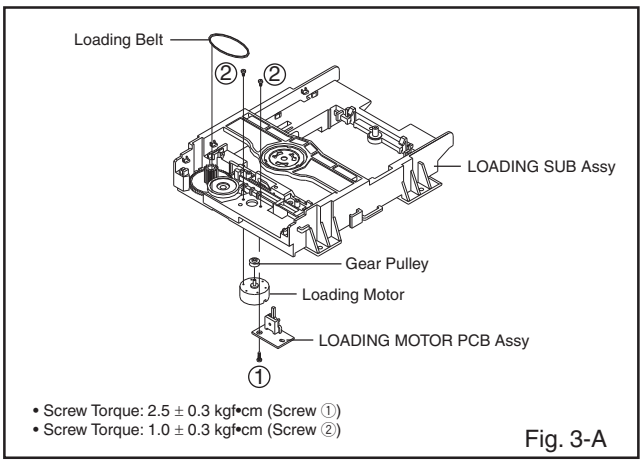

Fig. 3-A
1. In case of the Pulley Motor installation, check if the value of the Fig. 3-B is correct.